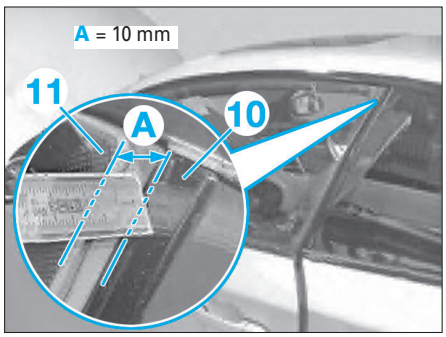

Fig. 118
• Mesurer la distance (A) entre le cache (10) le bord extérieur de la vitre (11) **(Fig.118)**.